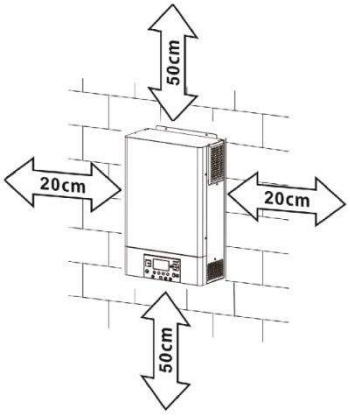

Fig. 5.1: Distancia mínima a otros objetos
- Asegúrese de una distancia mínima a otros objetos y superficies como se muestra en **Fig. 5.1** para garantizar suficiente disipación de calor y tener suficiente espacio para retirar los cables.